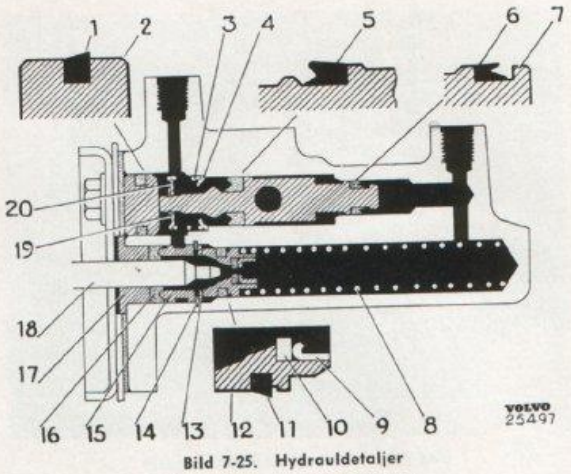

Bild 7-25. Hydrauldetaljer
3. Demontera locket (7) från ventilhuset (6). Skruva ur skruvarna (10) och lyft ur bygel (11), fjäder (4) och ventilarm (3).
4. Tag bort packningen (27) och stöt huset mot något träföremål så att proppen (2, bild 7-25) faller ur. Demontera reglerkolven (6).
1. Tag en ny kolv (12, bild 7-25) med inre packning (10) monterad. Montera kolvpackningen (11) och vänd den som framgår av bilden. Träd på fjädern (8) på kolven. Doppa kolven i bromsvätska och för in enheten i cylindern. Montera brickan (13) och tryck in den så att en ny låsring (14) kan monteras. Sätt packningen (16) på distanshylsan (15) och montera denna. Sätt hylsan (17) på sin plats.
2. Sätt på packningarna (5 och 7) på reglerkolven och vänd dem enligt bilden. Montera brickor, fjäder (3) och låsring (19).
Doppa kolven i bromsvätska och montera den enligt bild 7-25. Vrid kolven så att ventilarmen (3, bild 7-6) kan monteras i dess hål.
4. Sätt packningen (1) på pluggen (2) och montera denna så att packningsflänsen kommer inåt, se bild 7-25. Låt pluggen skjuta 1—2 mm utanför flänsen. Träd plattan (21, bild 7-6) på vakuumledningen, placera den nya packningen (27), cylindern (24) och plattan (25) på sina platser och för in förbindelseröret (23) genom gummibussningen (18). Drag åt de tre skruvarna (26) med ett moment av 1,4—1,8 kgm (10—12 ftlb).